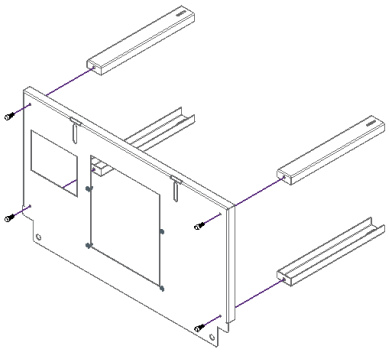

Figura 3 – Montagem mesa auxiliar
1. Proteger a superfície sobre a qual se vai trabalhar. Deve unir-se as quatro pernas da mesa com quatro parafusos DIN912 M8x20mm como mostra a Figura 3, deve-se apertar apenas com as mãos, para ser mais fácil de executar o resto da montagem do conjunto.